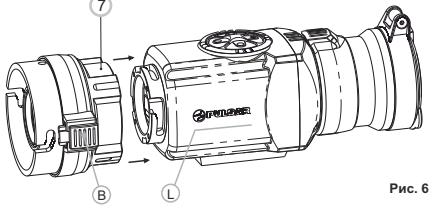

Рис. 6
- Позиционируйте окуляр насадки таким образом, чтобы защелка **(B)** находилась параллельно логотипу Pulsar **(L)** на корпусе монокуляра **(рис.6)**.